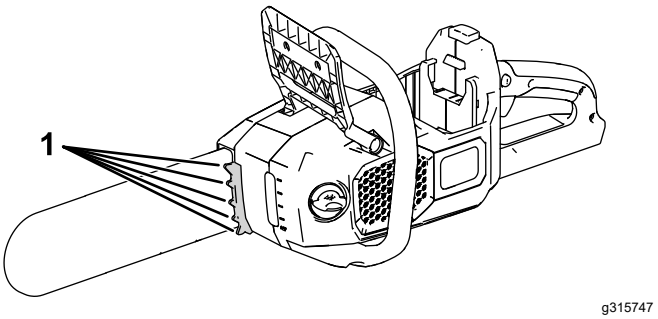

**Figur 12**
**Bemærk:** Du kan bruge bucking-tænderne (Figur 12) til at påføre let tryk.